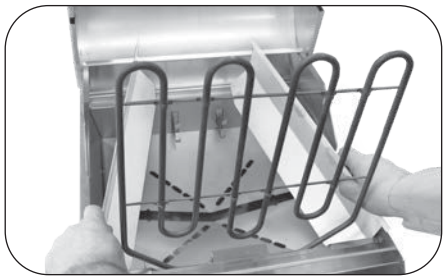

Fig. 24-3 Remove side liners
4. Lift the two side liners up and out (Fig. 24-3).